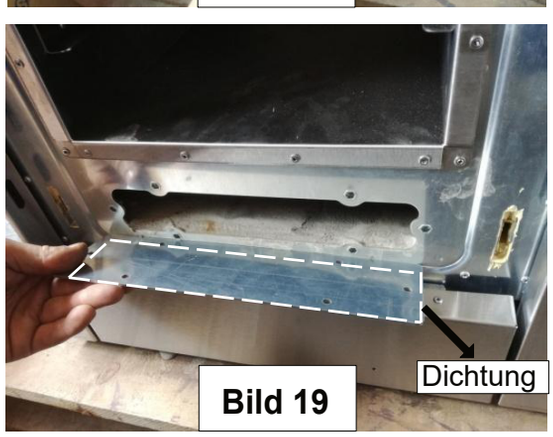

Bild 19
- den Bereich unter dem Backofen mit dem Herdreinigungswerkzeug (23) reinigen *(Bild 19)*. Nach gründlicher Reinigung den Deckel der Reinigungsöffnung und die Backofentür wieder anbringen.